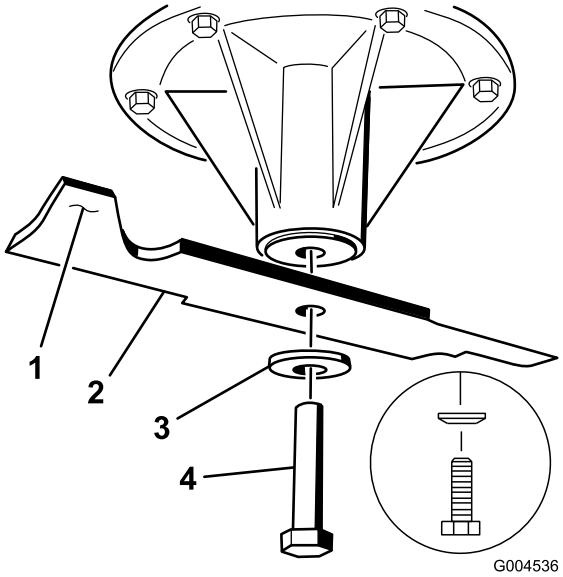

**Figure 91**
2. Remove the blade bolt, curved washer, and blade from the spindle shaft (Figure 91).